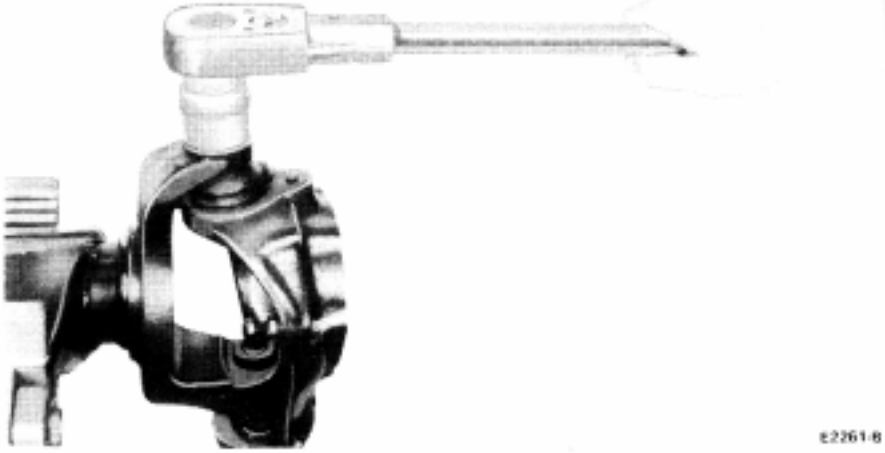

FIG. 4 Nut Removal
6. Remove the cotter key from the upper ball socket. Loosen the nuts from the upper and lower ball sockets (Fig. 4). Discard the nut from the bottom socket after the knuckle breaks loose from the yoke. This nut is of the torque-prevailing design and is not to be reused.